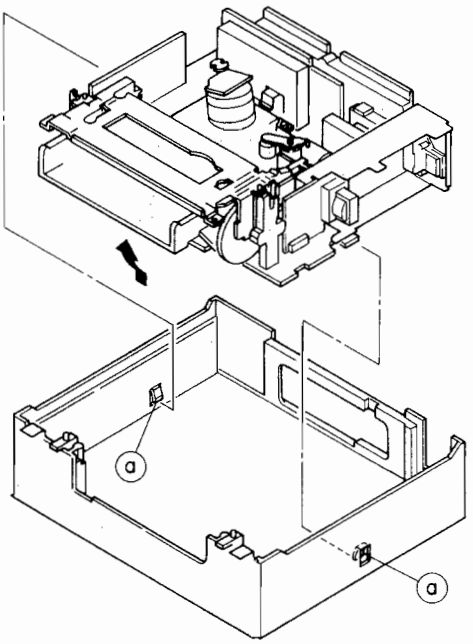

Fig1-2-2
5. Remove the mechanism assembly(including cassette housing),MAIN board assembly and SWITCHING REGULATOR board assembly out of the chassis as shown in Fig.1-2-2.